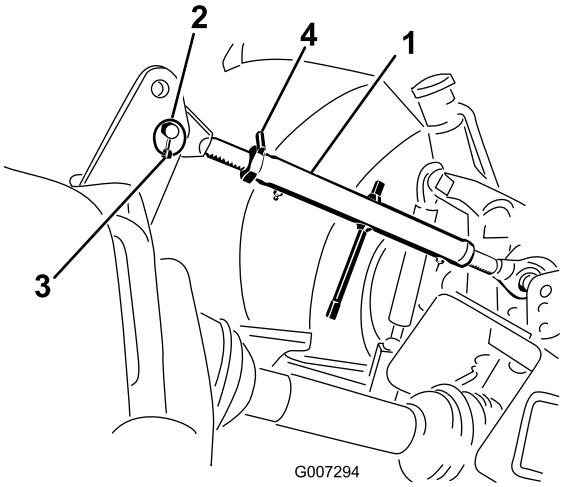

**Figur 6**
1. Koppla ihop den övre länken med det nedre hålet i fästet och lås fast den med en gångjärnstapp och hjulsprint (Figur 6).
3. Vrid den övre länken för att spänna den. Justera tills luftarens frontram är 90 grader från det horisontella läget (Figur 6).